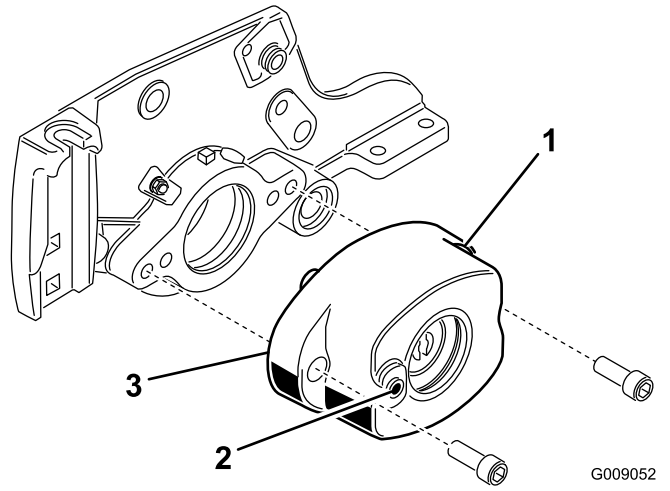

図 6
5. 六角穴ボルト 2 本3/8 x 1 inchを使用して、ローラブラシハウジングをリールベアリングハウジングに取り付ける図 6。ローラブラシ・ハウジングは、ねじ切りしてある穴がカッティングユニットの前側にくるように取り付ける。